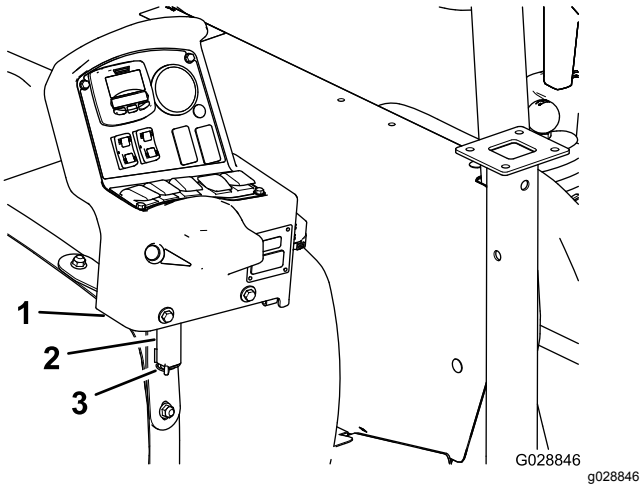

Figur 6
2. Rikta in styrkonsolens svängtapp med förvaringsfästet vid den främre tankremmen (Figur 6).
3. Montera konsolen på fästet och sätt fast svängtappen på fästet med hårnålssprinten (Figur 6).